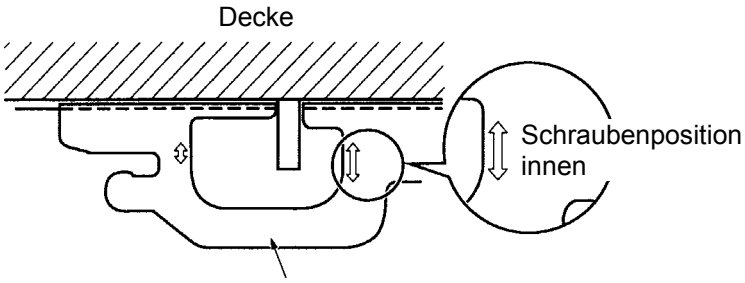

Abb. 27
- Überprüfen Sie, ob sich das Ende der Einhängeschraube in den mit Pfeilen gekennzeichneten Grenzen befindet. Ist es außerhalb der gekennzeichneten Stellung, passen Sie die Befestigung der Halterung der Einhängevorrichtung an (siehe Abb. 27).